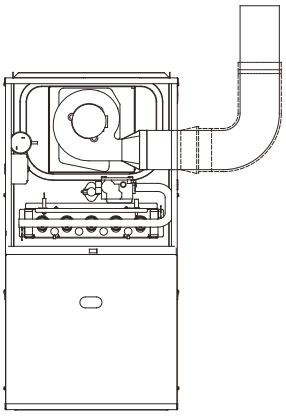

Fig. 6-14 Upflow Application-Vent Elbow Right
3) Upflow Right Side Venting Fig 6-14